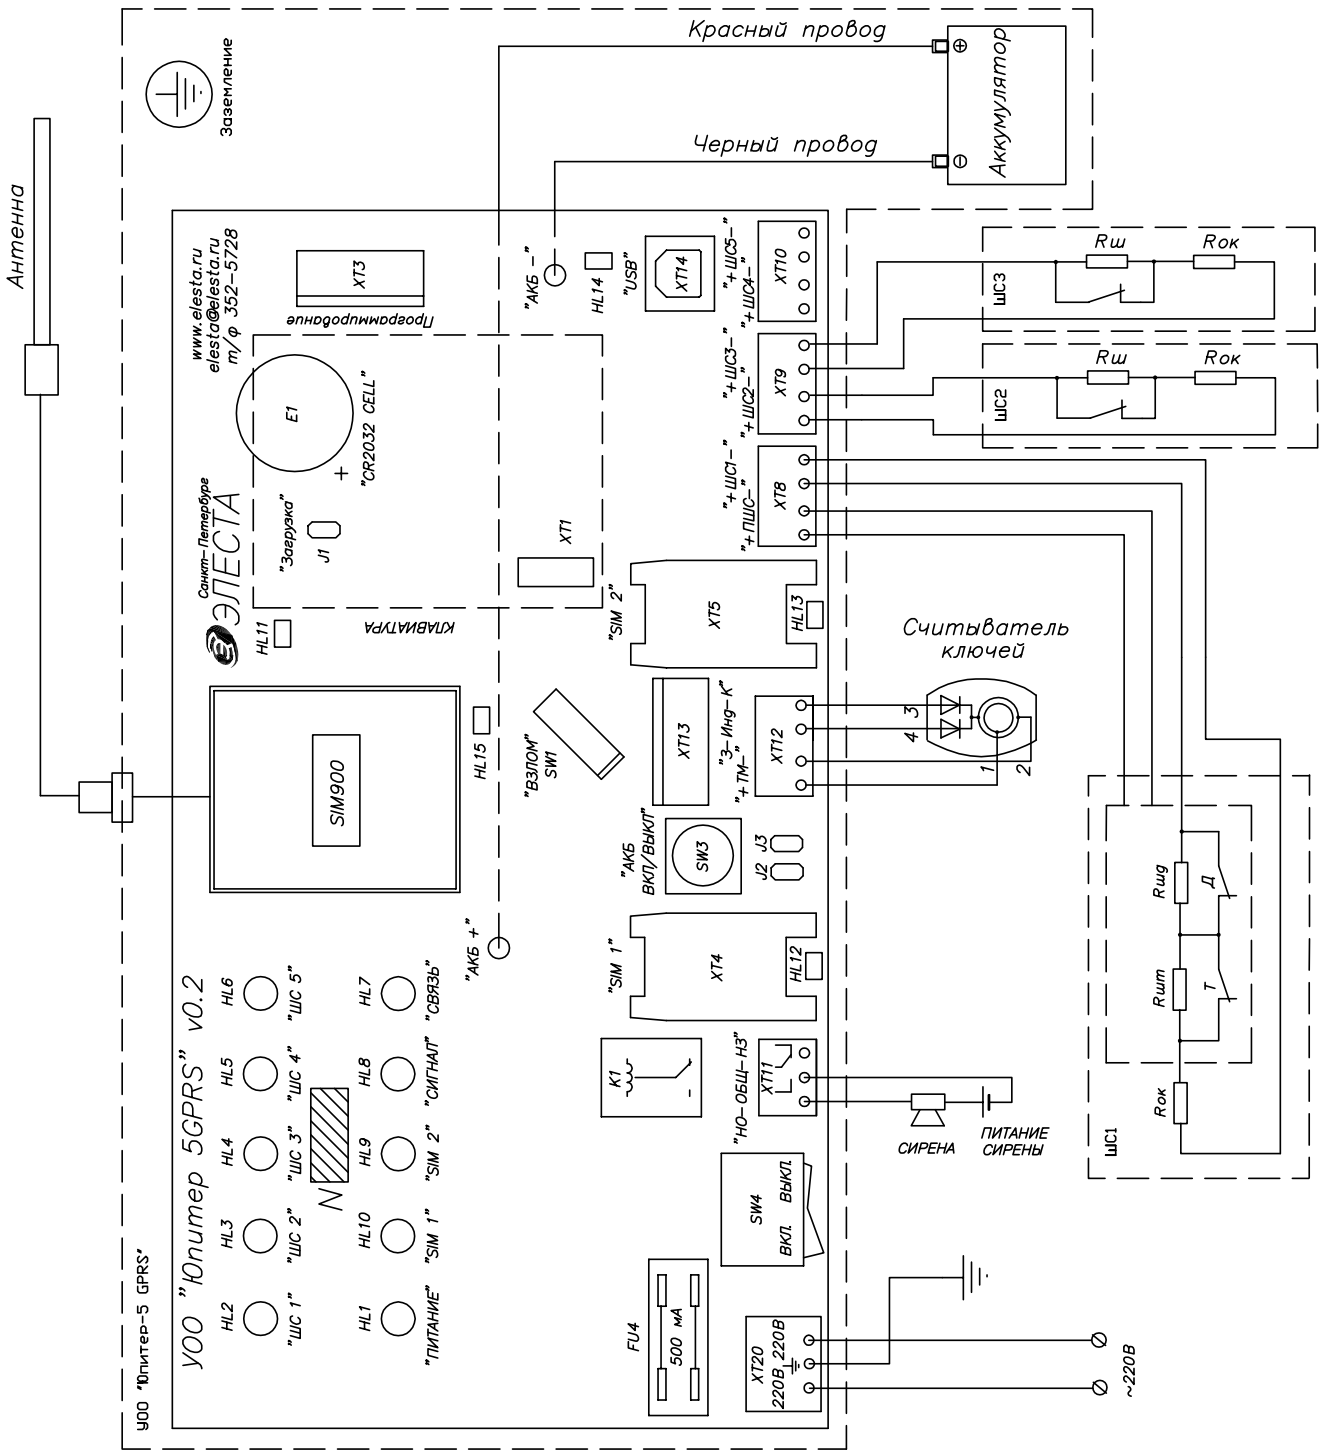

Рис.5.5. Пример подключения устройства.
5.5 Подключение устройства показано на Рис. 5.5.
- Установить считыватель с внешним индикатором в удобном для пользования месте и подключить его к устройству (см. Рис. 5.5). Длина проводов - не более 20 м;
- Подсоединить провода сети ~220 В к колодке питания XT20 на плате устройства (см. Рис. 5.5);
- Подсоединить к устройству шлейфы сигнализации с установленными извещателями (см. Рис.5.5), примеры схем шлейфов приведены в Приложении А;